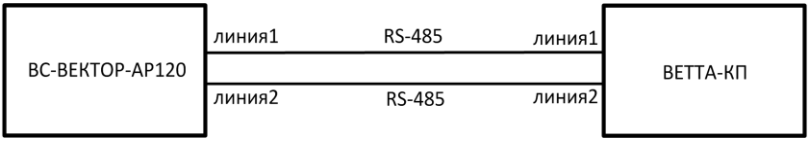

Рис.6 Подключение к системе «ВЕТТА-2020» по двум линиям связи и резервирования канала связи
3) В приборе «ВС-ВЕКТОР-АР120» при конфигурировании может быть включен режим выполнения прибором функций ПОО СПИ (см. ниже), после чего прибор может быть подключен к системе «ВЕТТА-2020» по двум линиям связи RS-485 с использованием двух портов RS-485 и резервированием канала связи (Рис.6). С целью увеличения дальности связи и для использования беспроводной связи в линию 1 и в линию 2 могут быть включены устройства «ВЕТТА-МП» и «ВЕТТА-МР».